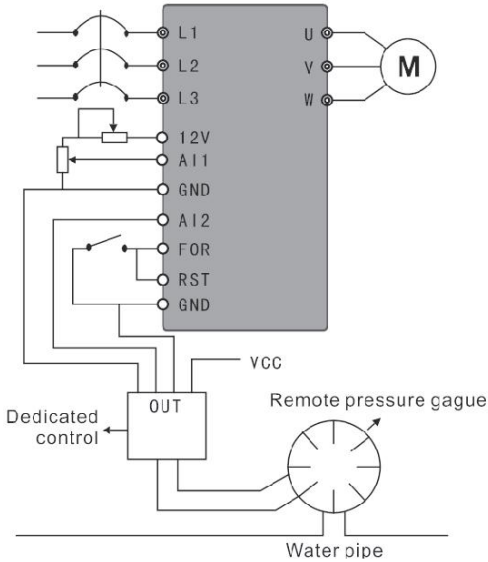

Figure F-6 Alimentation en eau à pression constante – Manomètre à distance
(2) Utiliser un manomètre déporté de 0 à 10 kg ; au besoin, utiliser une borne externe pour contrôler le fonctionnement, l'arrêt et définir la valeur cible à l'aide d'un potentiomètre. Voir figure F-6.